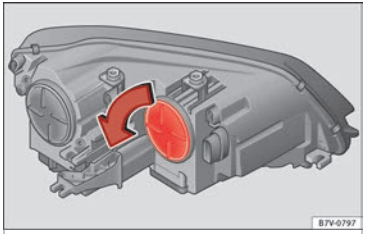

Fig. 106 In the engine compartment: turn signal indicator cover.
2.	Rotate the cover ››› Fig. 106 in the direction of the arrow and remove it.
7.	Rotate the cover ››› Fig. 106 in the opposite direction to the arrow as far as it will go.